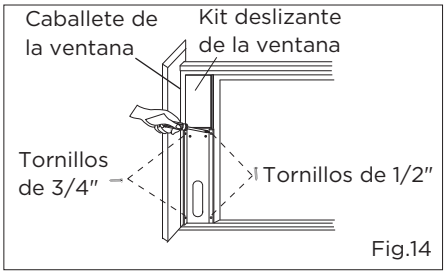

Fig.14
3.Cerrar el marco de la ventana con seguridad contra el kit deslizante de la ventana. (Fig.14)
4. Apretar los dos tornillos de 1/2″ para asegurar el kit deslizante de la ventana al marco de la ventana. (Fig.14)
5.Apretar los dos tornillos de 3/4″ para asegurar el kit deslizante de la ventana al caballete de la ventana. (Fig.14)